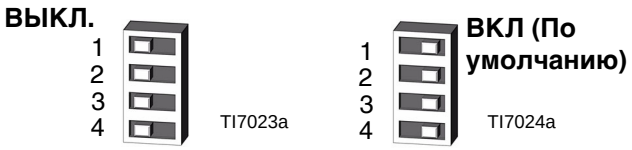

Рис. 7. Установки микропереключателя (SW2)
2. Установите четыре микропереключателя в соответствии с требуемым положением. См. Рис. 7 и Таблица 5 на стр. 27.